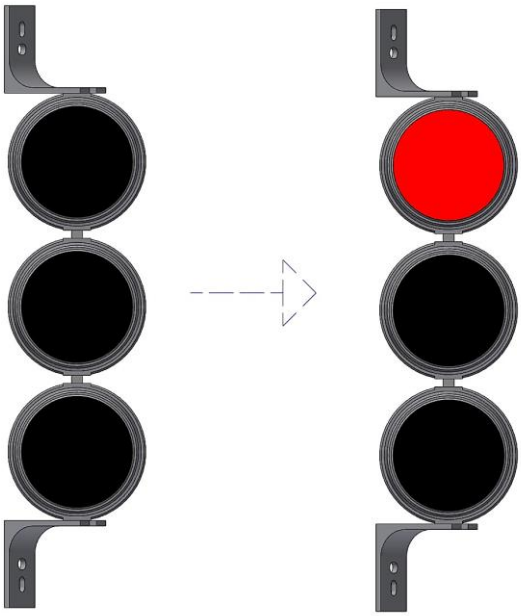

Rysunek 15
A. Przekręć pokrętło rozłącznika **Q1** w pozycję **ON**. Na panelu sterującym **A2** zaświeci się lampka biała **H1** informująca o poprawnym napięciu zasilania i zachowaniu poprawnej kolejności faz. Na sygnalizatorze zaświeci się **lampa czerwona** – patrz Rysunek 15 poniżej. Automatyka przejdzie w stan gotowości.